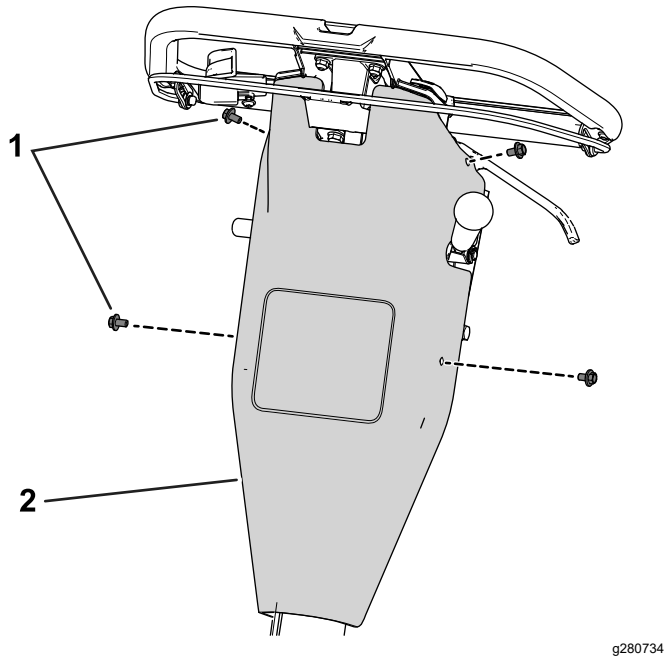

Rysunek 41
B. Zdejmij pokrywę sterowania. W tym celu wykręć śruby mocujące pokrywę sterowania do panelu tylnego (Rysunek 41).